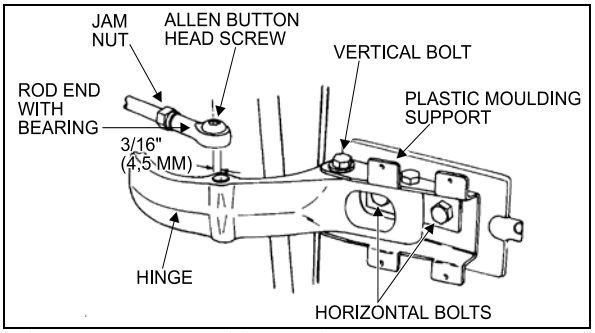

FIGURE 27: UPPER DOOR HINGE 18058
2. Remove the Allen button head screw and the washer retaining the rod end with bearing to the upper hinge. See Figure 27.